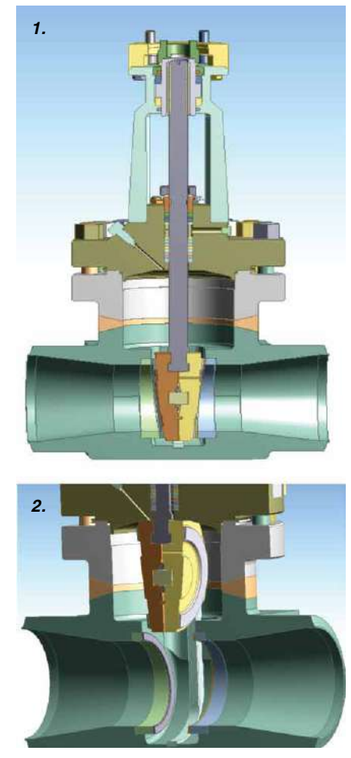

Рис. 2. Задвижка клиновая:
- задвижка – элемент регулировки или запора перемещается перпендикулярно направлению потока, имеет крайние положения «открыто» и «закрыто» (рис. 2);